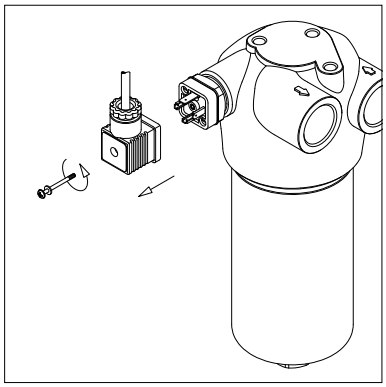
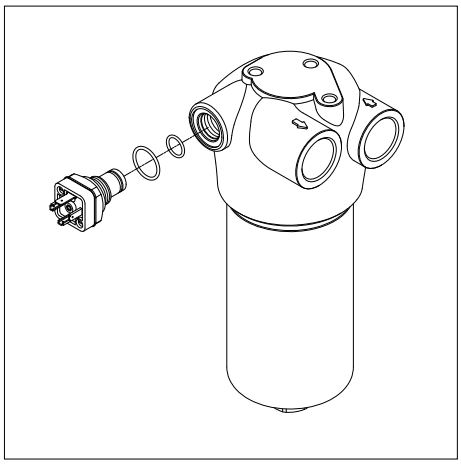

fig. 6
fig. 16
- (Fig. 6) Rimuovere il connettore dell'indicatore differenziale svitando la vite centrale (solo per gli indicatori elettrici)
- (Fig. 16) Sostituire gli O-ring del corpo indicatore. Per il montaggio/smontaggio dell'indicatore e del connettore fare riferimento al paragrafo "Sostituzione indicatore" sopra (Fig. 6÷9)